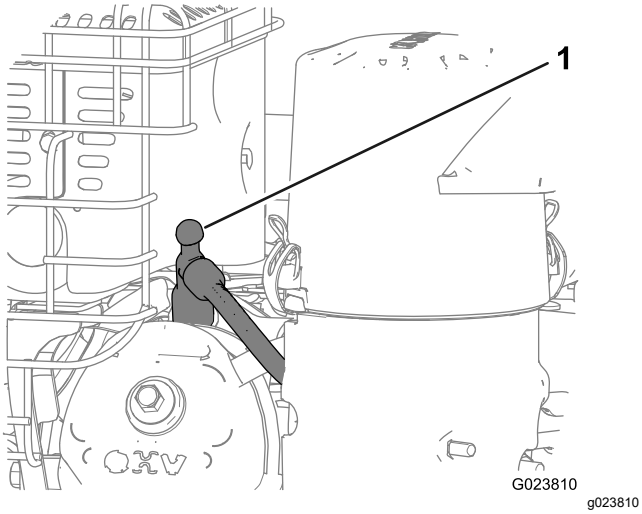

Figuur 22
3. Maak de bougiekabel los en houd deze uit de buurt van de bougie om onbedoeld starten te voorkomen (Figuur 22).